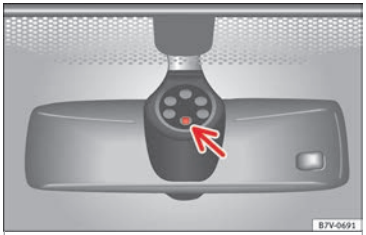

Fig. 144 Rain sensor sensitive surface
Possible causes of faults and mistaken readings *on the sensitive surface* ››› **Fig. 144** of the rain sensor include:
- **Clean the sensitive surface of the rain sensor regularly and check the blades for damage ››› Fig. 144 (arrow).**